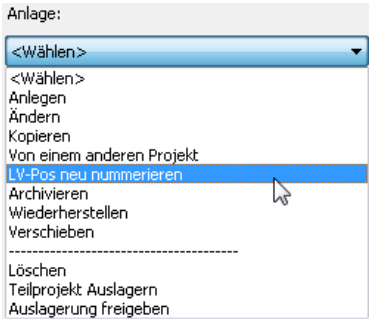

Bild 18.57 – LV-Positionen neu nummerieren
- Wählen Sie nun die Funktion *LV-Pos neu nummerieren* im Listenfeld der Anlagen (Abb. 18.57).